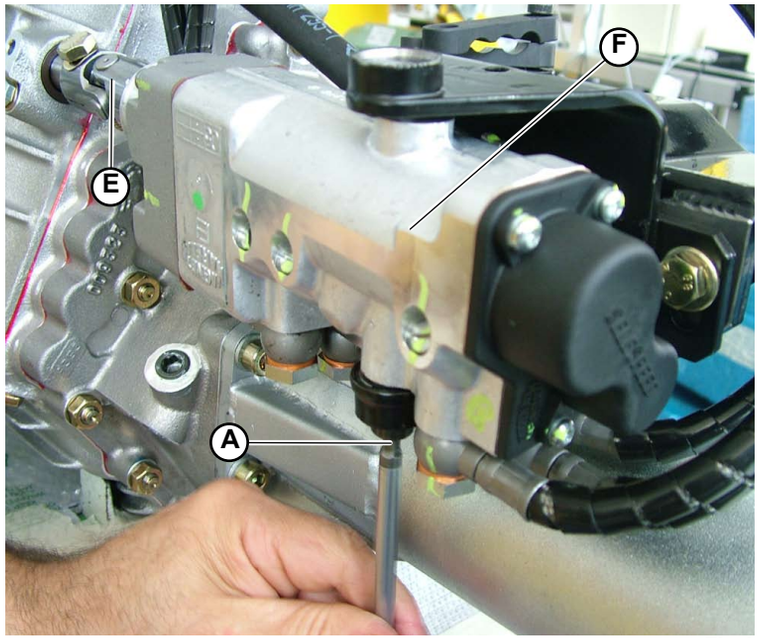
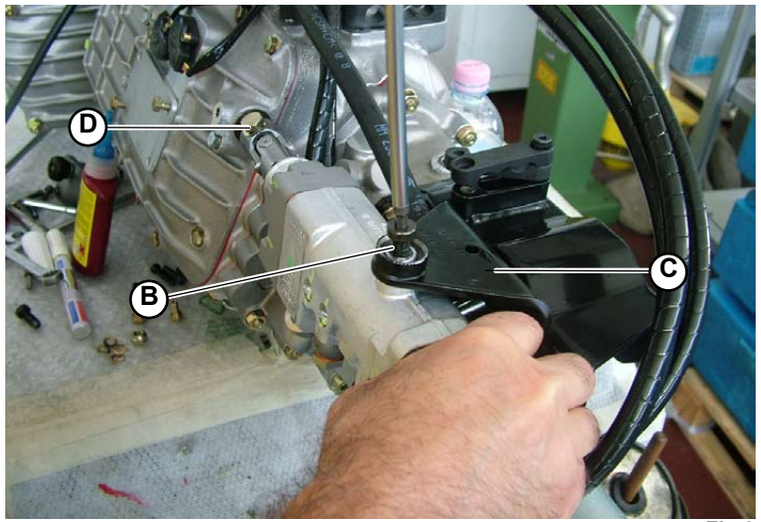

Fig.1
Fig.2
1. Disassemble the actuator by removing the lower screw (**A-Fig.1**) and the upper screw (**B-Fig.2**) that secure the actuator to the bracket (**C-Fig.2**).
2. Remove the screw (**D-Fig.2**) securing the actuator's joint (**E-Fig.1**).
3. Remove the actuator (**F-Fig.1**).